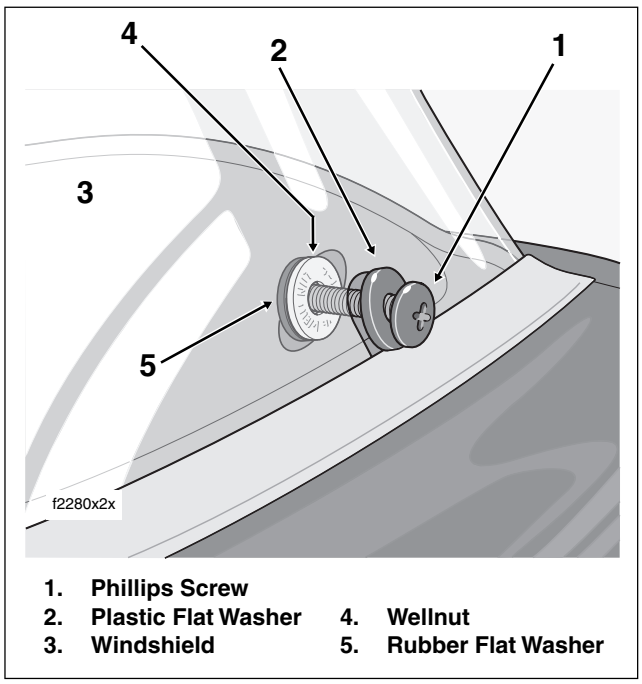

Figure 2-172. Install Windshield (Decal Removed for Illustration Purposes)
2. Moving to front of motorcycle, push wellnuts into holes in outer fairing. See Figure 2-172.